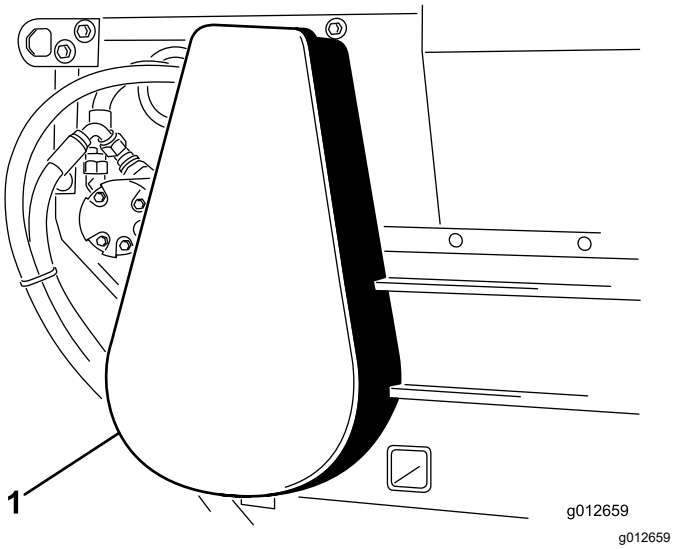

Figur 23
2. Ta bort kedjehuset (Figur 23).
6. Montera kedjehuset (Figur 23).